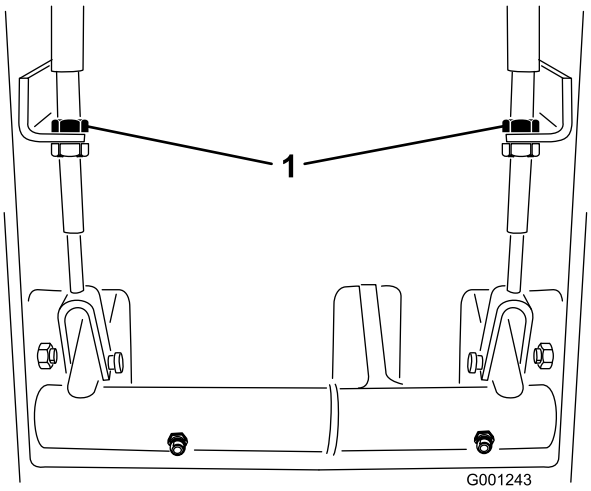

Figur 63
2. Hvis du vil redusere frigangen til bremsepedalene, strammer du bremsene ved å løsne den fremre mutteren på bremsekabelens gjengeende (Figur 63). Trekk deretter til den bakre mutteren for å flytte kabelen bakover til bremsepedalene har en frigang på 13 til 25 mm.